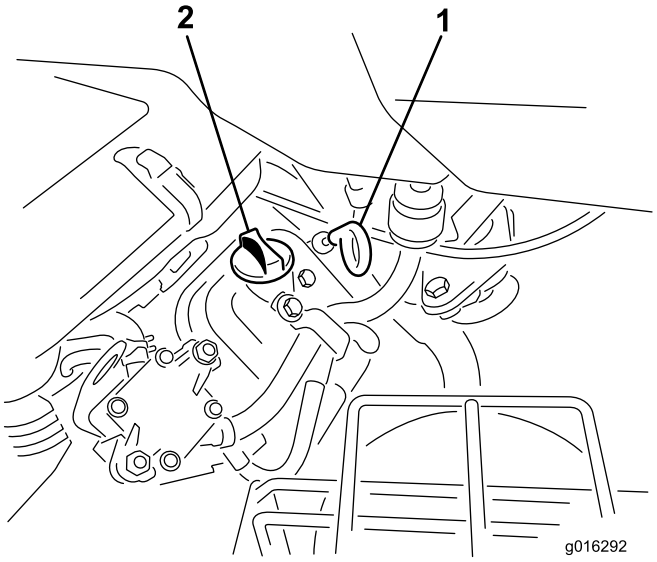

Figur 27
2. Fjern målepinden, og aftør den med en ren klud. Sæt målepinden ned i målepindsrøret, og sørg for, at den sidder helt i bund (Figur 27).